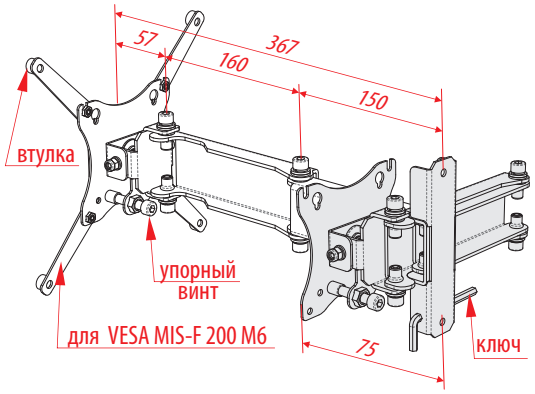

Рисунок 3.
4.8. Отрегулируйте положение телевизора/монитора (см. рис.3, 5). При необходимости подтяните осевые винты с помощью соответствующего шестигранного ключа и гаечного ключа.